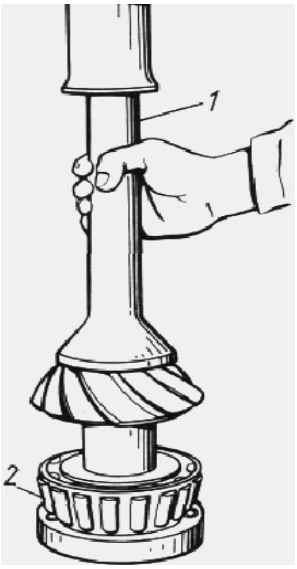

Рис. 34. Напрессовка внутреннего кольца заднего подшипника на вал:
1. Напрессовать внутреннее кольцо 2 (рис. 34) подшипника на вал ведущей конической шестерни.